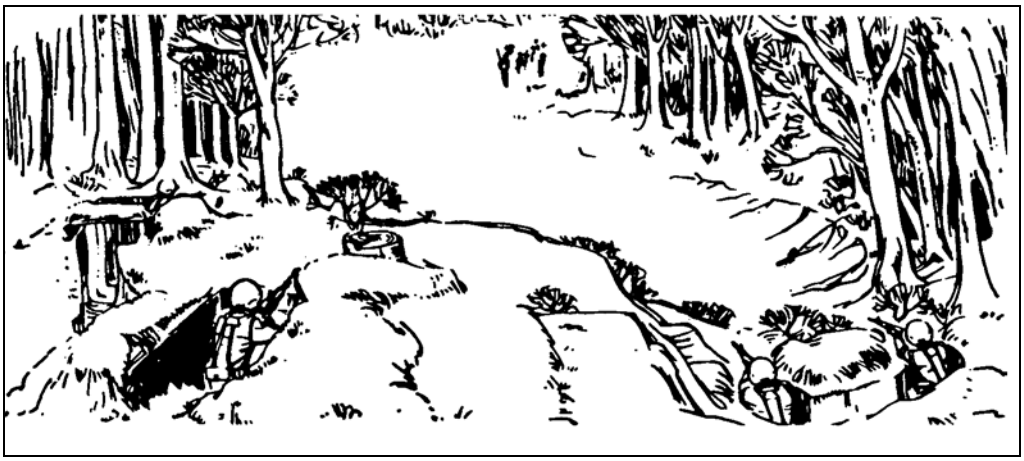

Figure 6-13. Engagement of deep targets.
d. The leader announces the range and extent (depth) of a deep target (in meters), using a reference point to designate its center of mass if the target is hard to identify. The grenadier initially aims on the target's midpoint unless another part is more critical. He engages a deep target with searching fire (Figure 6-13, page 6-18). He searches down to an aiming point in front of the near end and back up to an aiming point beyond the far end, always trying to gain the fullest effect of the bursting radius.